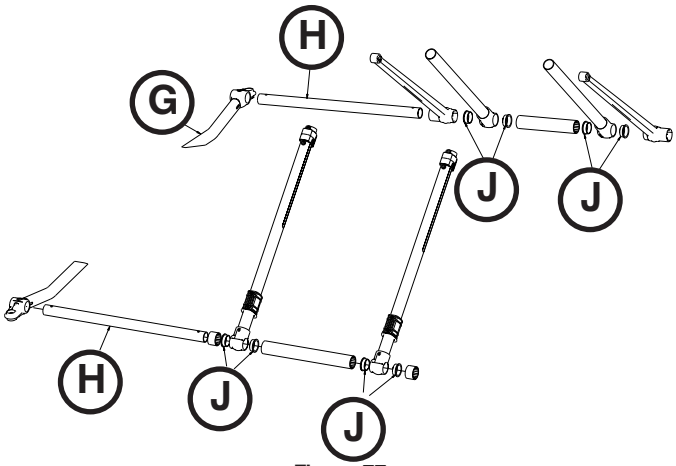

Figura 77
6. Retire las piezas soldadas exteriores del tubo de la base (G) del lado que está dañado. Deje el lado opuesto para que sirva de apoyo a la estructura en X (Figura 77).
7. Deslice los tubos de la base inferior (H) a través de las patas de la estructura en X para aflojarla (Figura 77).
8. Retire el tubo interior y guarde los casquillos (J) para volver a utilizarlos con el nuevo tubo (Figura 77).